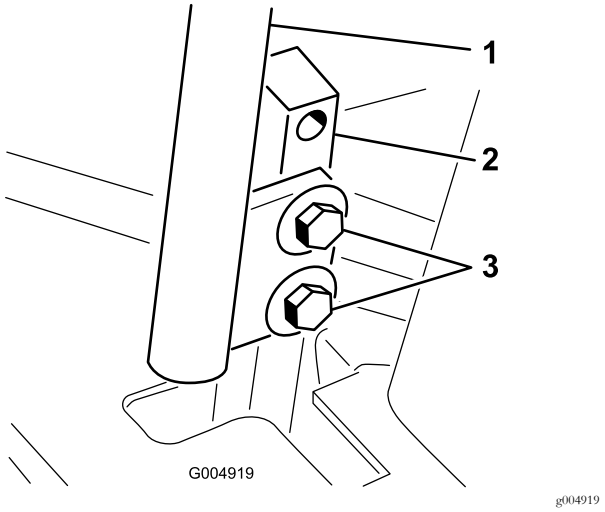

Figur 59
3. Løsne boltene som fester kontrollspakene (Figur 59).